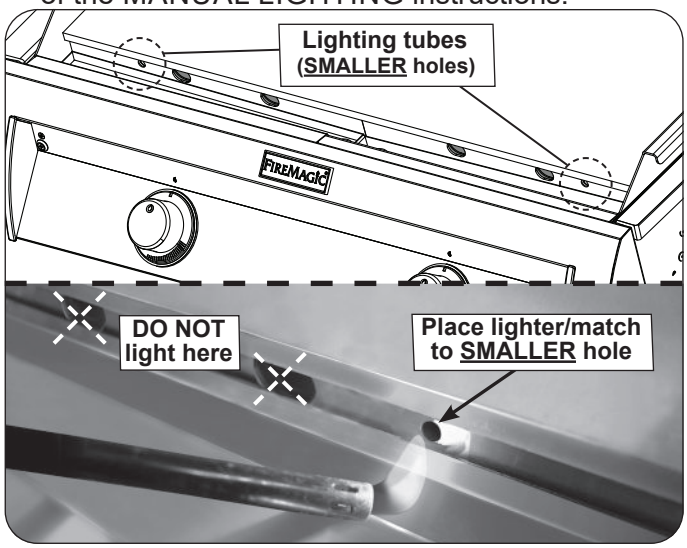

Fig. 36-3 **- Manual lighting**
2. Hold a burning long-barrel butane lighter or burning long-stem match up to the opening of the lighting tube (**SMALLER hole) for 5 seconds**. Then depress the appropriate control knob and while pressing turn it counterclockwise to the **HI LIGHT** position. Remove the lighter or match when the burner lights, and release the control knob. See Fig. 36-3.
4. If the burner does not light within five (5) seconds of turning the control knob, **immediately depress the knob and turn the valve to OFF**. WAIT FIVE (5) MINUTES before repeating steps 2 through 4 of the MANUAL LIGHTING instructions.